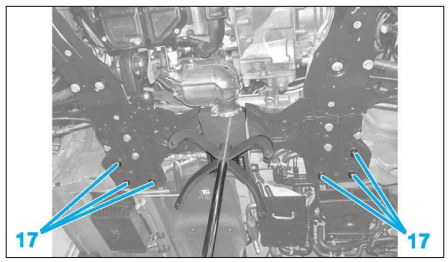

**Fig. 19**
• Déposer les vis de fixation du berceau (17) **(Fig.19)**.